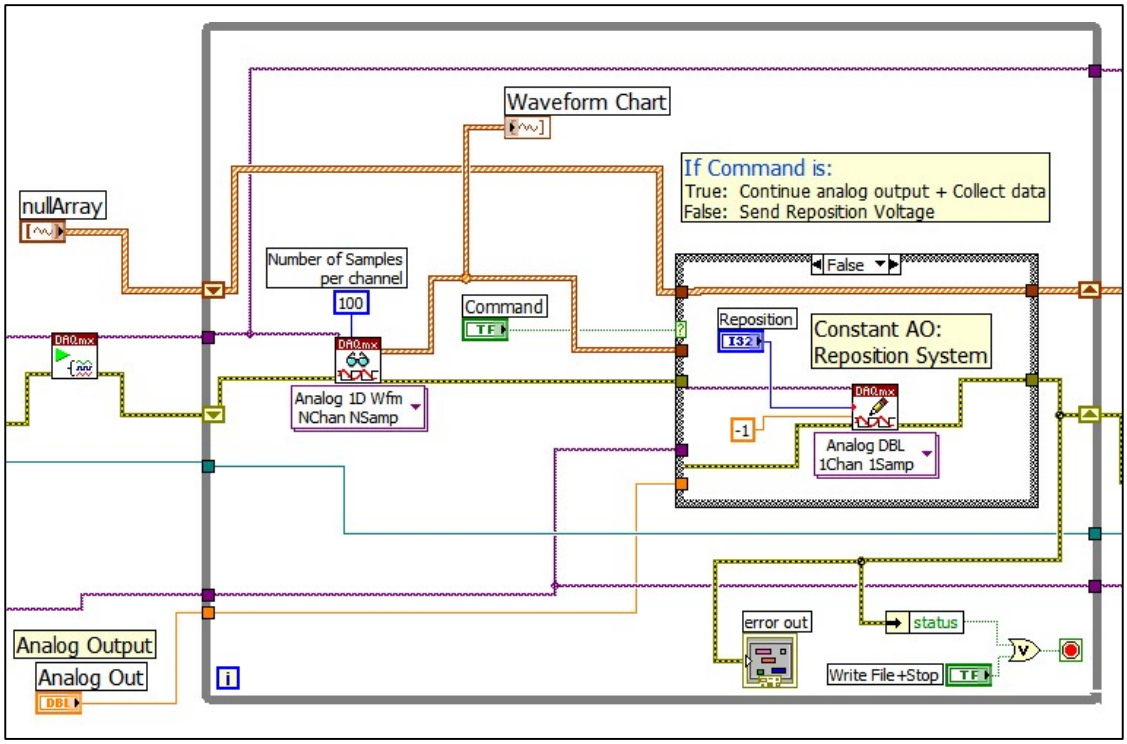

Fig. 4. The Data Acquisition Segment with the Command Button OFF
- As execution enters this loop, the ***Command*** button should be ***OFF***, so the ***reposition*** voltage is sent to the analog output channel, and data is collected and shown on the ***Waveform Chart*** on the front panel. The block diagram of this segment with the Command button OFF is shown in Fig 4.